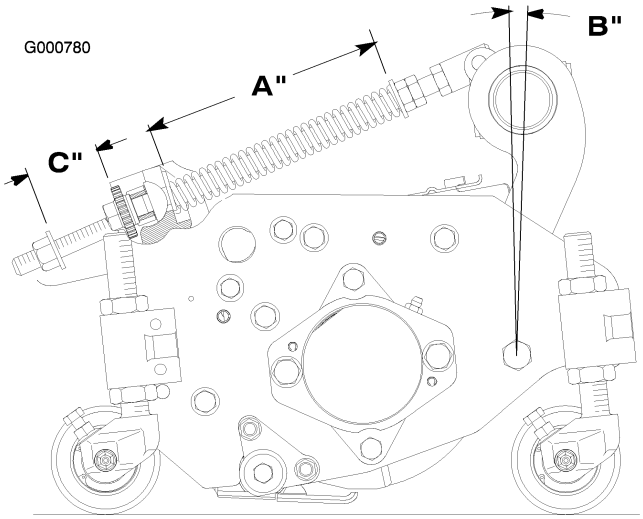

Figuur 73
De gazoncompensatieveer (Figuur 73), die het draagframe verbindt met het maaidek, regelt de mate waarin de machine in de lengterichting kan worden gedraaid, alsmede de afstand tot de grond bij transport en bij het keren.
1. Draai de borgmoer op de achterkant van de veerstang vast totdat de afstand (C) tussen de achterkant van de veerbeugel en de voorkant van de ring 2,5 cm is (Figuur 73).
2. Draai de zeskantige moeren op het voorste uiteinde van de veerstang vast totdat de lengte (A) van de samengedrukte veer 20,3 cm bedraagt (Figuur 73).
Opmerking: Als u een onregelmatig of golvend terrein maait, moet de lengte (A) van de samengedrukte veer 21,6 cm bedragen en de afstand (C) tussen de achterkant van de veerbeugel en de voorkant van de ring 3,8 cm (Figuur 73).